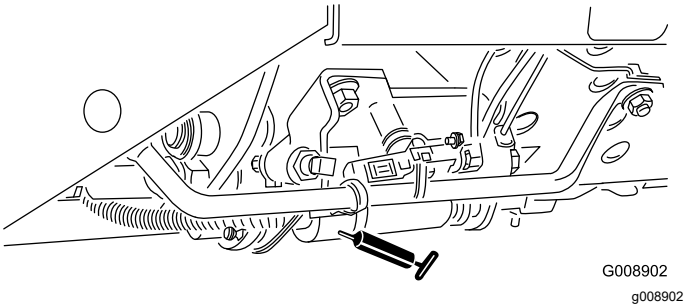

**Figur 53**
- Klippe-/transportpedal (Figur 53)